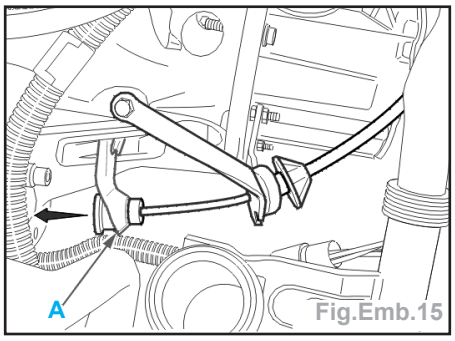

Fig.Emb.15
- Tirer sur la fourchette en (A) (Fig.Emb.15) :